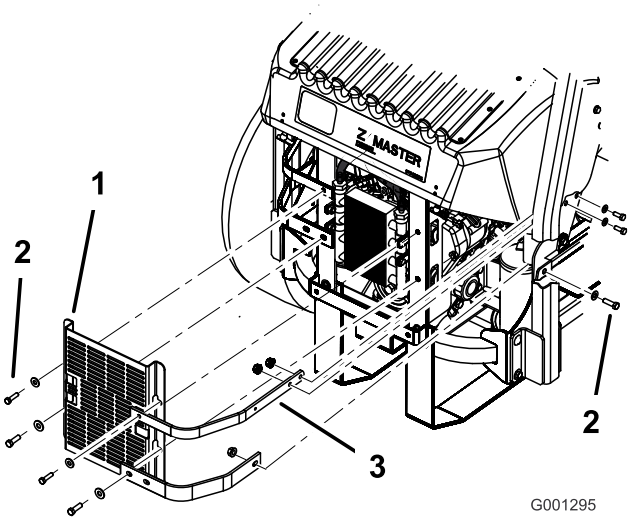

Figur 66
3. Fjern de fire bolte, der fastholder oliekølerens afskærmning til bagstellet (Figur 66).
4. Fjern de tre bolte, der fastholder motorbøjlerne til siden af maskinen (Figur 66).
12. Monter oliekølerafskærmningen og motorbøjlerne på bagstellet med de 4 bolte, som du tidligere afmonterede (Figur 66).
13. Monter motorbøjlerne på siden af maskinen (Figur 66).